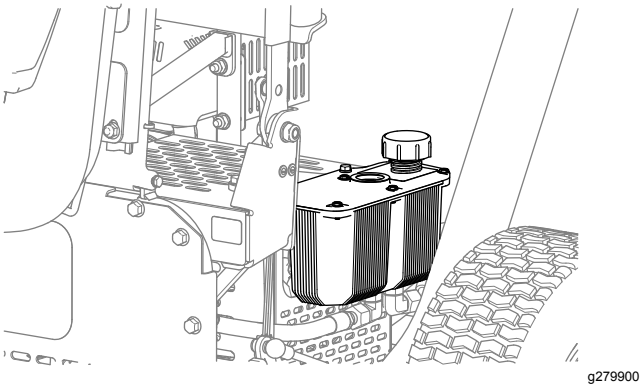

Figur 38
2. Ta av hydraulikkbeholderlokket(Figur 38).
4. Sett lokket på beholderen (Figur 38).